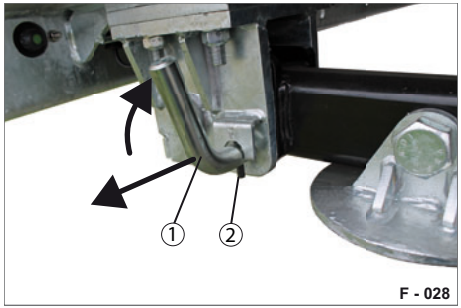

Abb. 63 Klappstütze entriegeln
▶ Drehen Sie den Steckbolzen um (Abb. 63/1).
Der Stift (Abb. 63/2) wird freigegeben.